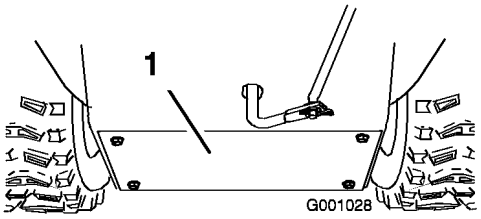

Figur 52
3. Ta bort den bakre kåpan (Figur 52).